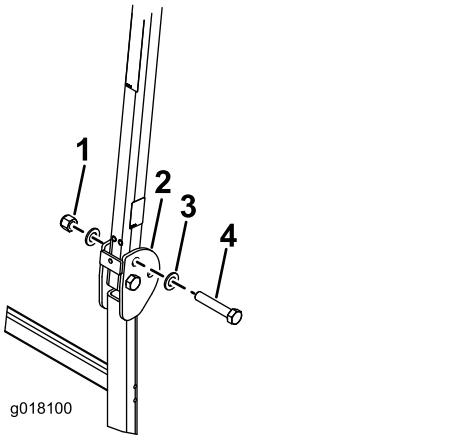

Figure 7
3. Placez une rondelle (13/16" x 1-1/2") sur chaque boulon (3/4" x 4"), comme montré à la Figure 7.
4. Placez les boulons et rondelles dans les trous occupés précédemment par les axes (Figure 7).
5. Placez une autre rondelle sur chaque boulon et fixez le tout avec des écrous (3/4"), comme montré à la Figure 7. Serrez les écrous à un couple de 323 à 396 N·m.
6. Serrez le boulon de pivot du système ROPS (Figure 7) à un couple de 91 à 113 N·m pour empêcher l'arceau de sécurité et le pare-soleil de rebondir.